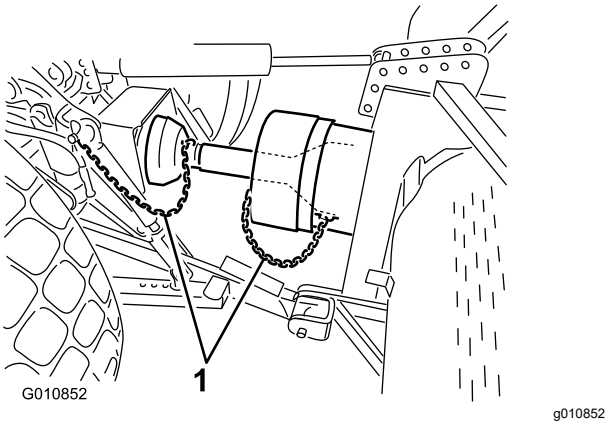

Figura 25
6. Collegate le catene di sicurezza alla protezione della presa di forza e alla staffa della motrice (Figura 25). Assicuratevi che le catene rimangano lente durante il sollevamento e l'abbassamento dell'arieggiatore.